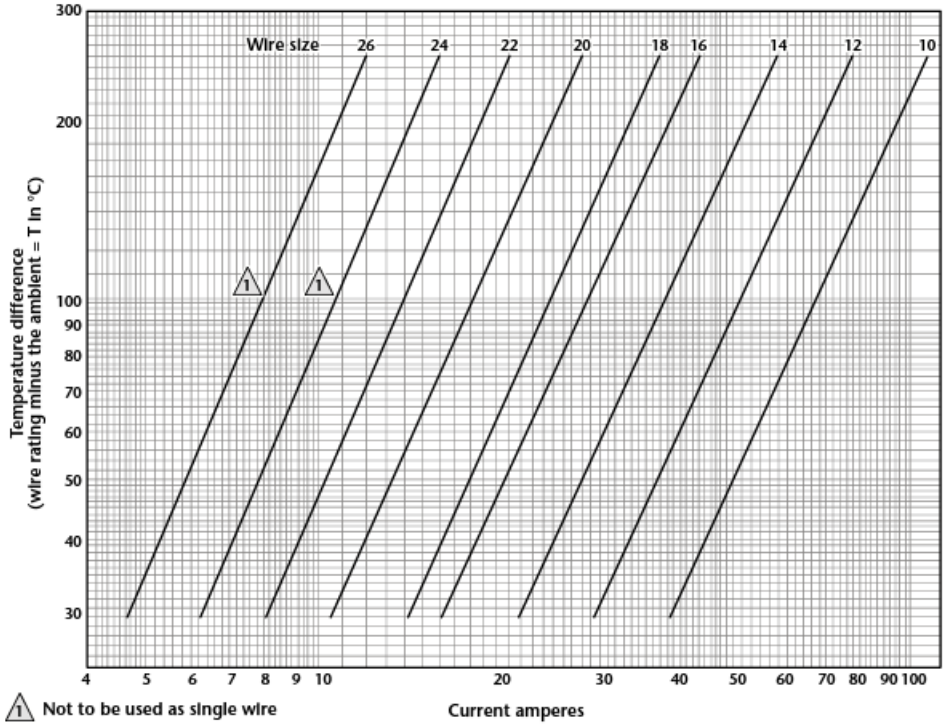
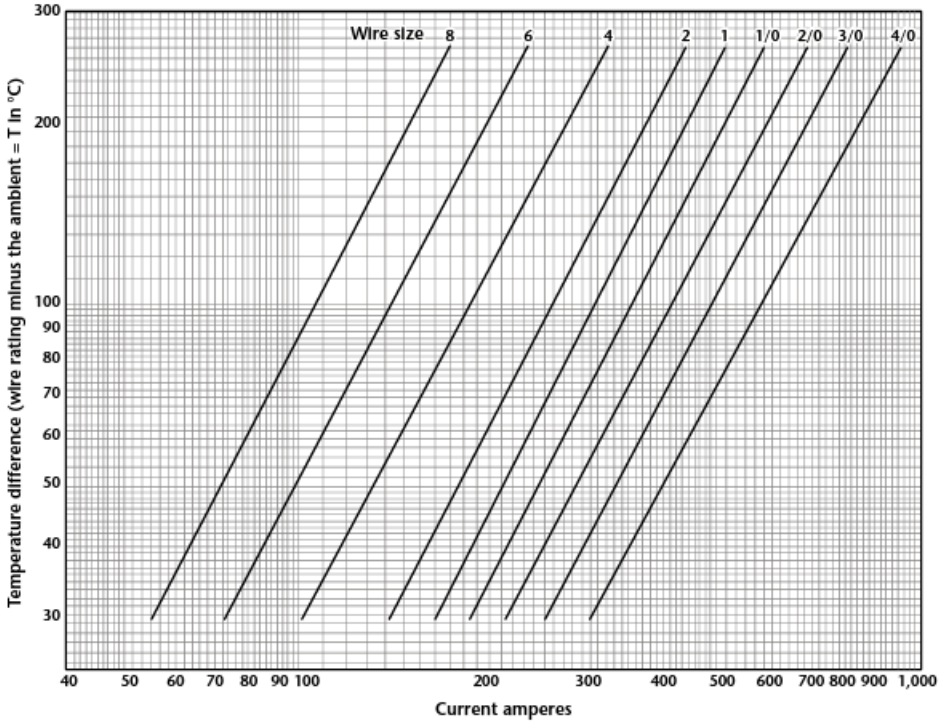

Figure 4-3-4. Single copper wire in free air for 26 to 10 gauge wire.
Figure 4-3-5. Single copper wire in free air for 8 to 4/0 gauge wire.
Single wire in free air. Determining a wiring system's current carrying capacity begins with determining the maximum current that a wire can carry without exceeding the allowable temperature difference (wire rating minus ambient °C). The curves are based on a single copper wire in free air (Figure 4-3-4 and Figure 4-3-5).
1. Refer to the "single wire in free air" curve in Figure 4-3-2, determine the temperature difference of the wire to determine free air ratings. Because the wire will be in ambient of 25°C and 60°C and is rated at 200°C, the temperature differences are 200°C - 25°C = 175°C and 200°C - 60°C = 140°C respectively. Follow the 175°C and the 140°C temperature difference lines on Figure 4-3-5 until each intersects wire size line, the free air ratings of size #12 are 68 amps and 61 amps, respectively.